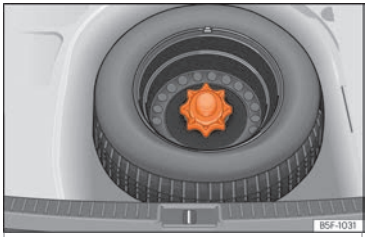

Fig. 317 Spare wheel: floor panel raised.
– Lift and hold up the floor panel to take out the temporary spare wheel ››› Fig. 317.